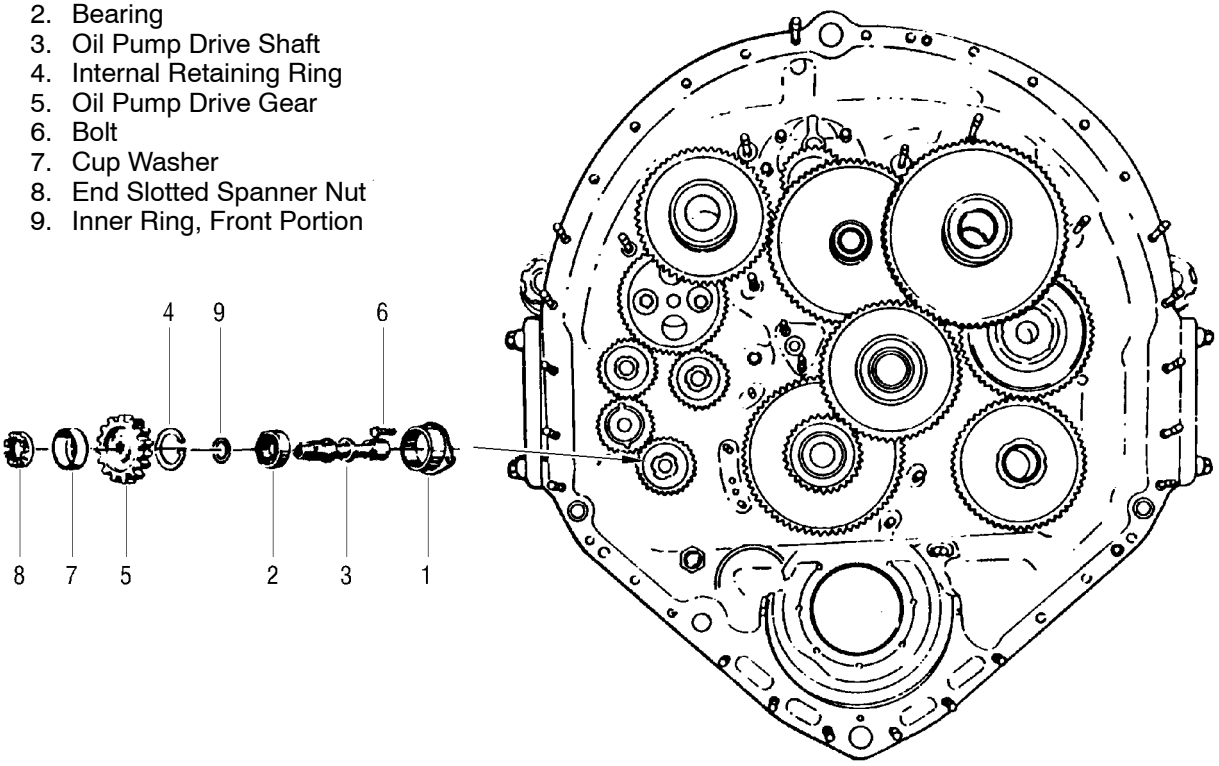

Figure 5. Oil Pump Gear Details
f. Install cup washer (6) and end slotted spanner nut (7) finger tight. (QA)
9. OIL PUMP DRIVE GEAR INSTALLATION (figure 5)
*6829061	Washer, cup (1)
a. Install the bearing cage (1, figure 5) in rear housing using two bolts (6). Torque the bolts to 70–85 lb in. and secure with lockwire. (QA)
c. Install bearing (2, figure 5) outer ring and rollers over inner ring. (QA)
d. Install front portion of inner ring (9).
e. Install drive shaft and bearing assembly into cage (1). Install snap ring (4). Seat bearing outer ring firmly. (QA)